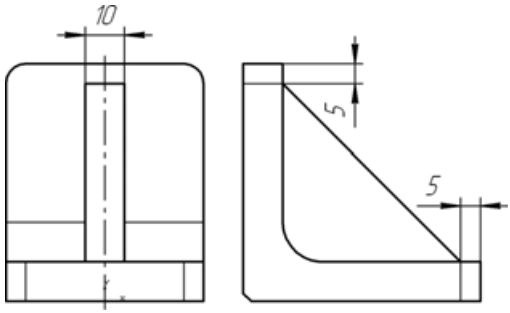

Рис. 6.105
- Постройте в модели ребро жесткости по размерам, показанным на рис. 6.105.